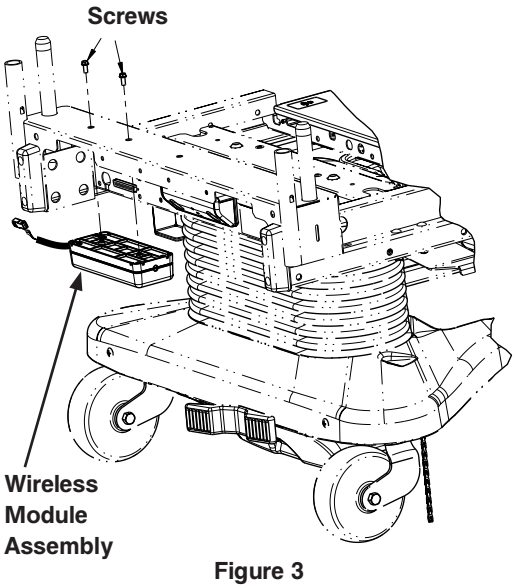

Figure 3
7. Using a 1/4” ratchet and a 5/16” socket, remove the two screws securing the wireless module to the litter frame shown in Figure 3.